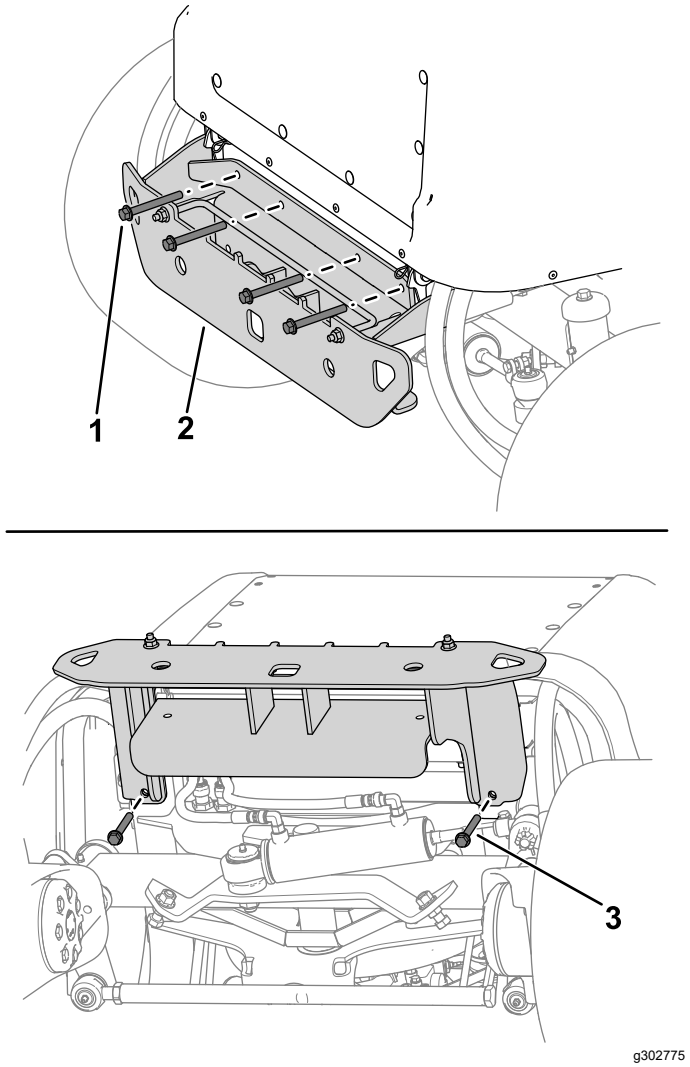

Figure 16
2. Fixez légèrement la partie supérieure du pare-chocs sur le cadre de la machine à l'aide de 4 boulons (⅜ x 3¼ po) et 4 écrous (⅜ po), comme montré à la Figure 16.
3. Fixez légèrement le pare-chocs sous le cadre de la machine à l'aide de 2 boulons (⅜ x 2¾ po) et 2 écrous (⅜ po), comme montré à la Figure 16.